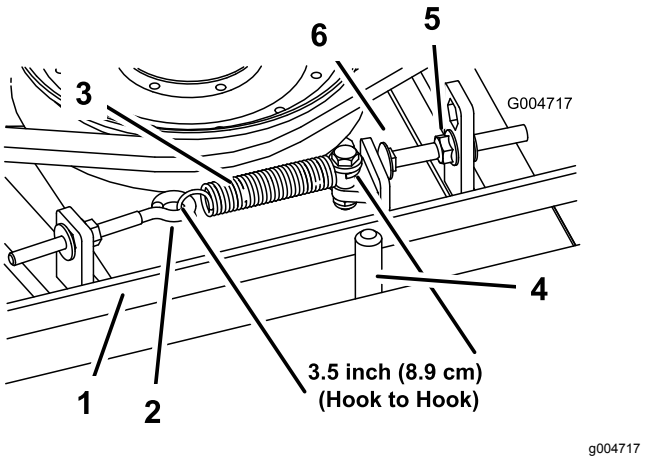

Figuur 97
Als de drijfriem de juiste spanning heeft, moet de trekveer (haak tot haak) een lengte van ongeveer 8,9 cm ± 0,63 cm (binnenkant) hebben. Als de veer de juiste spanning heeft, moet u de aanslagbout (slotbout) aandraaien totdat de afstand tussen de kop van de bout en de arm van de spanpoelie ongeveer 0,32 cm +0,152/-0,000 cm is (Figuur 97).
Opmerking: Plaats de riem aan kant van de riemgeleider die naar de veer is gekeerd (Figuur 97).
2. Draai de oogbout los om de trekveer te kunnen verwijderen (Figuur 97).
3. Draai de flensmoer los waarmee de aanslagbout is bevestigd aan het bevestigingslipje. Draai de moer zo ver los dat de arm van de spanpoelie langs de aanslagbout kan (Figuur 97). Beweeg de spanpoelie van de riem af om de riemspanning te verminderen.
8. Bevestig de trekveer (Figuur 97) weer aan de oogbout en span de riem als volgt: